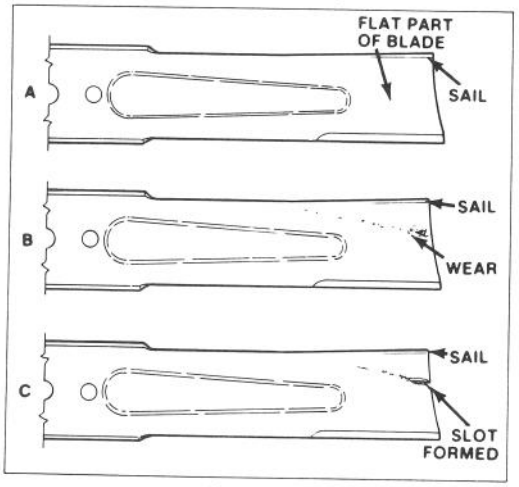

Figure 17
4. INSPECTING BLADE – Carefully examine blade for sharpness and wear, especially where flat and curved parts meet (Fig. 17). Since sand and abrasive material can wear away the metal that connects the flat and curved parts of the blade, check blade before using the mower. If a slot or wear is noticed (Fig. 17B & C), replace blade. Refer to step 5.